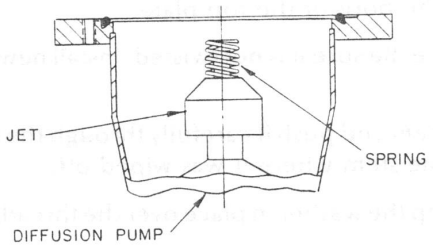

Figure 6-32. Position of Jet Top When Jet is Firmly Seated
9. Install the jet assembly, being sure that two of the five guide protrusions straddle the foreline opening, and that the jet assembly is seated as far down as shown in Figure 6-32.